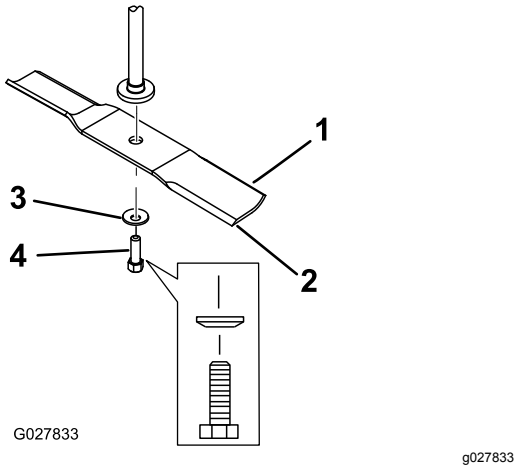

Figur 60
2. Fjern skæreknivsbolten, den buede spændeskive og skærekniven fra spindelakslen (Figur 60).
1. Monter skærekniven på spindelakslen (Figur 60).
2. Monter den buede skive (med den buede side mod skærekniven) samt knivbolten (Figur 60).